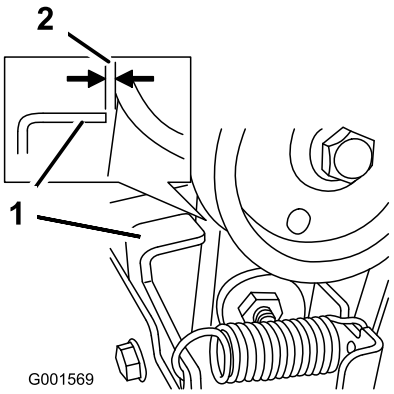

Figur 37
3. Når spiralbladets/viftehjulets spak er deaktivert, påse at mellomrommet mellom spiralbladclutchen og tappen er 1,5 mm (Figur 37).